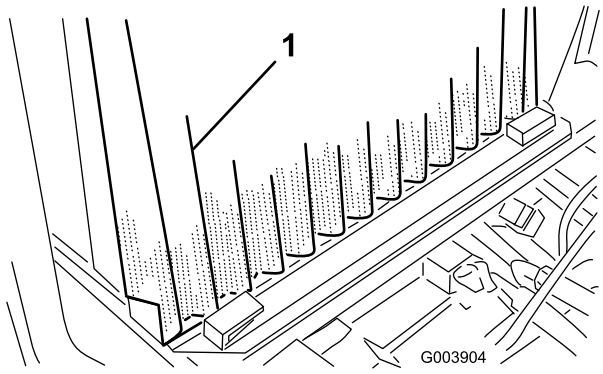

**Figuur 67**
3. Maak de klemmen los en trek het scherm omhoog om het uit de geleiders te schuiven (Figuur 67).
5. Til de oliekoelers een klein eindje op en duw ze naar voren (Figuur 67).